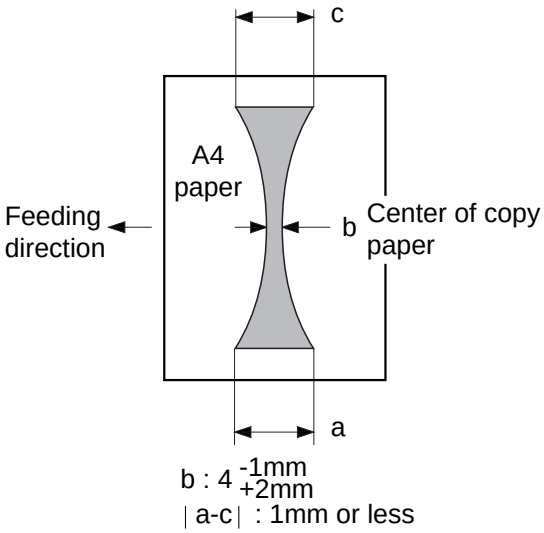

Figure 10-238
The nip should be as indicated in Figure 10-238. You must make the following adjustments if fixing faults occur.
- The multifeeder picks up paper, and the copier positions the paper as in Figure 10-238 for measurement, and dischages it.